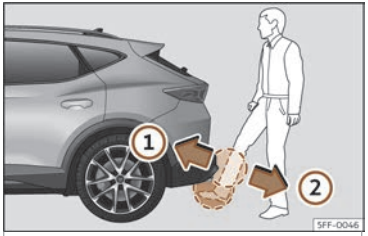

Fig. 85 Portón do maleteiro con apertura controlada por sensor (Easy Open).
- Cun movemento rápido, acerque un pé e a parte inferior da perna o máis próximo posible ao parachoques. A parte inferior da perna ten que achegarse á área do sensor superior, e o pé, á área do sensor inferior ››› fig. 85 ①.
- Retire rapidamente o pé e a parte inferior da perna das áreas dos sensores ››› fig. 85 ②. O portón traseiro ábrese automaticamente.